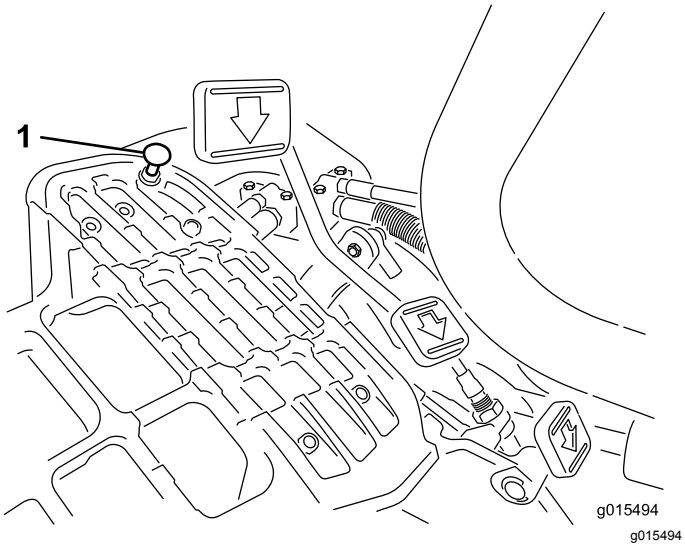

Figur 38
For å oppnå maksimal transporthastighet må du sette styrespaken i TRANSPORT-stilling og trykke inn trekkpedalen. Utfør følgende justeringsprosedyre hvis pedalen kommer i kontakt med stopperen (Figur 38) før du kjenner spenning i kabelen:
1. Sett styrespaken i TRANSPORT-stillingen og løsne på låsemutteren som fester pedalstopperen til gulvplaten (Figur 38).